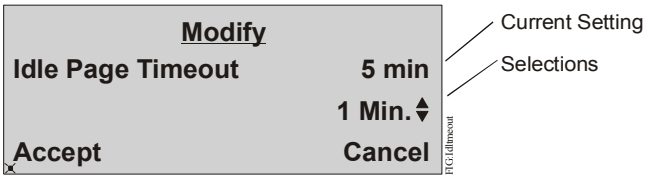

Figure 33: Modify Idle Page Timeout Page
4. On the Modify page, use the up/down arrow keys to select a new idle timeout value (Figure 33).